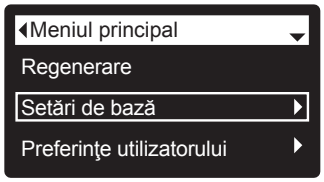

FIG. 48
2. Apăsaţi ÎN JOS (▾), pentru a defila opțiunile meniului la **Basic settings** (setări de bază) (fig.48).